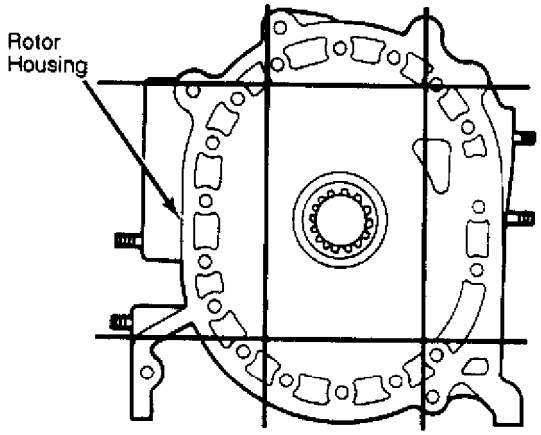

Fig. 5: Straightedge Positions for Checking Housing Distortions
2) Place a straightedge across housing surface in positions shown in Fig. 5. Using a feeler gauge, measure distortion of front housing. Replace housing if distortion limit of .0016" (.04 mm) is exceeded.